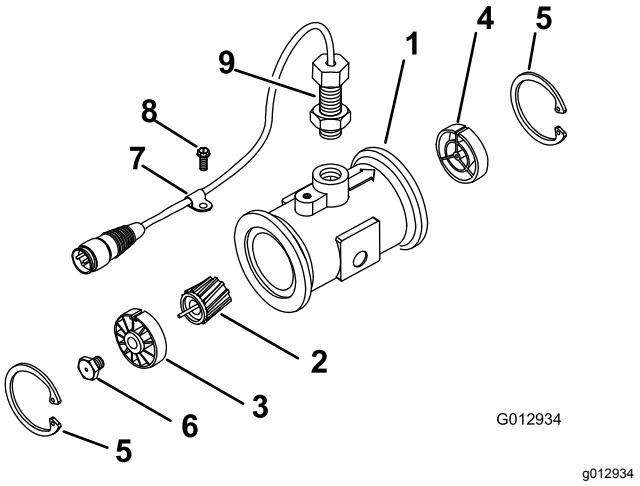

Figuur 47
3. Verwijder de borgring aan de stroomopwaartse kant (Figuur 47).